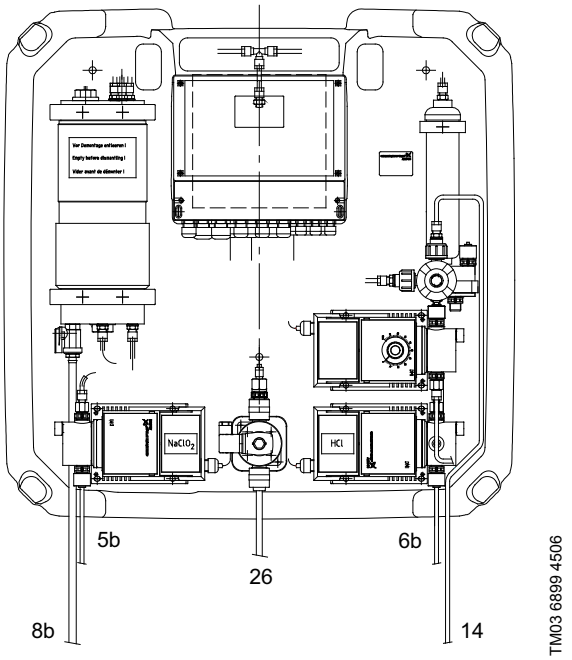

Abb. 15 Oxiperm Pro (OCD-162-5, -10) Hydraulikanschlüsse
1. Die saugseitige Schlauchverschraubung der HCl-Sauglanze (rote Markierung) auf die Schlauchverschraubung der HCl-Pumpe (rote Markierung) schrauben (siehe Abb. 15, Pos. 6b).
5. Verbinden Sie die $NaClO_2$-Saugleitung (blaue Markierung) mit der $NaClO_2$-Pumpe (blaue Markierung) (siehe Abb. 15, Pos. 5b).
4. Schlauch an Magnetventil anschließen (Abb. 15, Pos. 26).
1. Schlauch vom Multifunktionsventil der Dosierpumpe (Abb. 15, Pos. 14) zur Impfstelle leiten (in bauseitig verlegtem Schutzrohr).
Den Schlauch an den Ablasshahn des Vorratsbehälters (Abb. 15, Pos. 8b) nur zum Spülen und Entlüften montieren. Siehe Kapitel *5.19 Spülung*.